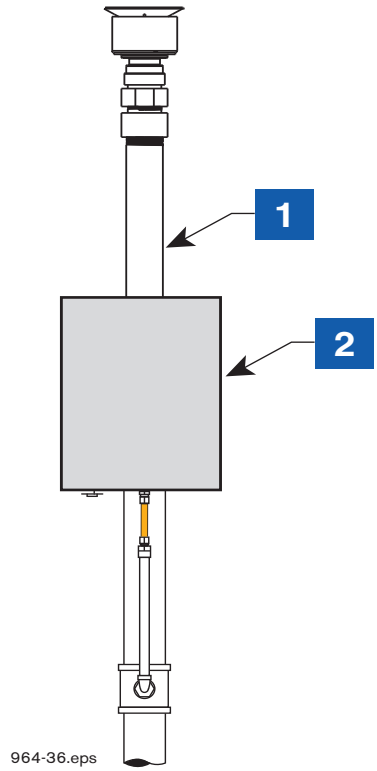

**Figure 15. VRPS Mounted In Universal Enclosure On The Vent Stack**
1. A Transmitter/battery pack pair must be installed with the Veeder-Root Vapor Return Pressure Sensor (VRPS) in the Universal Enclosure and mounted on the vent stack (see Figure 15).
| LEGEND FOR NUMBERED BOXES IN Figure 15 | |